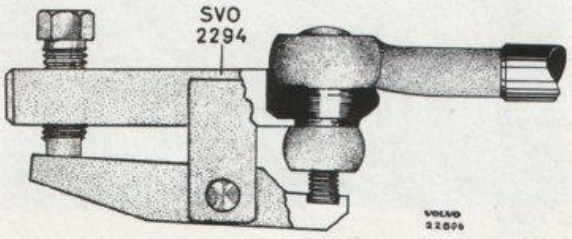
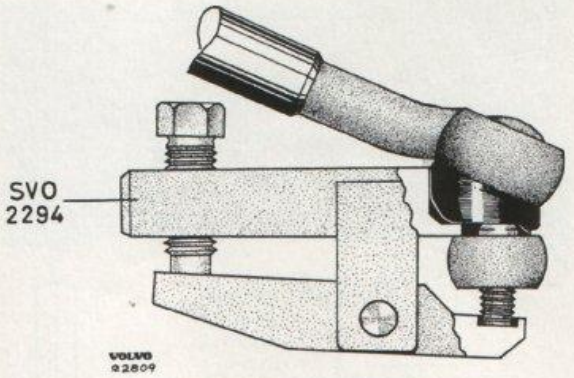

Bild 6-30. Demontering av kulled
Bild 6-31. Demontering av styrstag
Styrstagens kulleder är tillverkade i ett med styrstagen varför styrstaget bytes komplett. Vid demonteringen tages först saxpinnar och kronmuttrar bort. Därefter placeras verktyg SVO 2294 på kulleden enligt bild 6-30. Tryck in verktyget ordentligt och se till att gängan på kulleden kommer in i försänkningen på verktyget. Skruva in skruven tills kulleden lossnar. Skall styrstag demonteras med kvarsittande hjul lossas först kulleden vid pitmanarm resp. mellanarm enligt ovan. Därvid vrides styrstaget framåt uppåt och verktyget placeras på kulleden enligt bild 6-31.
Parallellstagets kulleder kan bytas var för sig. Vid byte lossas först kulleden från pitmanarm resp. mellanarm enligt ovan (bild 6-30). Därefter lossas låsmuttern och kulleden skruvas ur. Den nya kulleden skruvas från början i lika många varv, vilket underlättar inställning av skränkningen. Lås kulleden till staget.
2. Skruva tillbaka skruven på avdragare SVO 2294 och placera verktyget på parallellstagets kulled vid mellanarmen enligt bild 6-30. Tryck in verktyget ordentligt och se till att gängan på kulleden kommer in i försänkningen på verktyget. Skruva in skruven tills kulleden lossnar från mellanarmen.